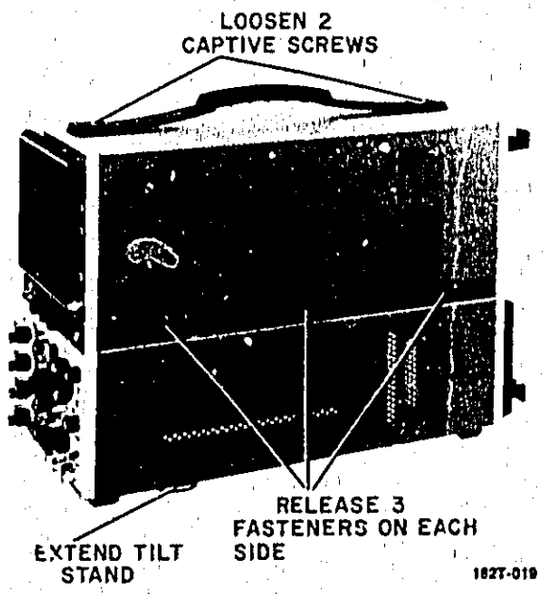

Figure 8-2. Cover Removal
b. Release the three-quarter-turn fasteners located on each side of the instrument. The cover retainers will be completely free. Figure 8-2 shows the location of the fasteners.